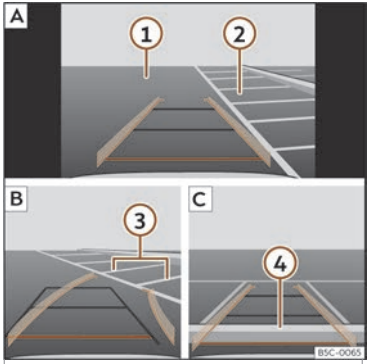

Fig. 186 Visualización na pantalla do sistema de infotainment:aparcar co asistente de marcha atrás.
Lenda da **fig. 186**:
- Coloque o vehículo diante do espazo de aparcamento>>> **fig. 186** 2 A.